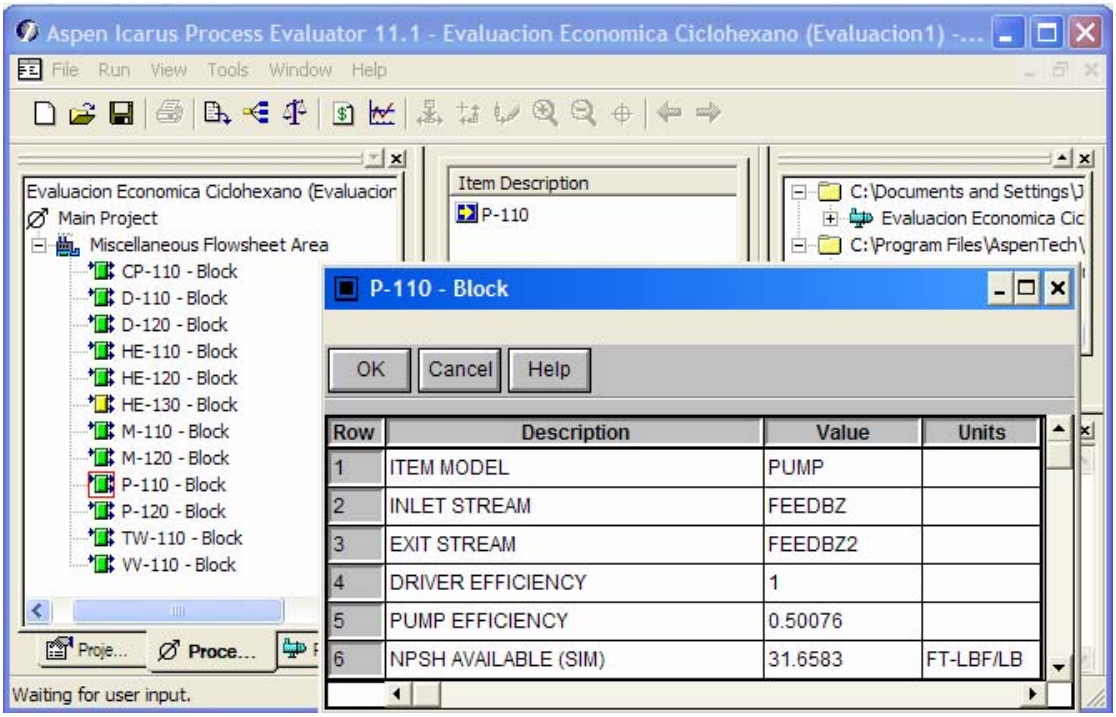

Figura 2.7 Vista del Proceso en el Explorador del Proyecto
- Vista del Proceso (Process View). Muestra la información dada por el simulador (ver figura 2.7).